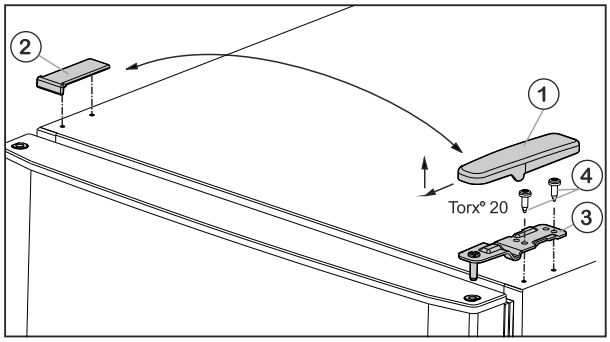

Fig. 5
▶ Wyjąć osłonę *Fig. 5 (1)* do przodu i do góry.
▶ Podnieść osłonę *Fig. 5 (2)*.
▶ Odkręcić górną płytkę zawiasu *Fig. 5 (3)* (2 razy Torx® 20) *Fig. 5 (4)* i wyjąć ją do góry.
▶ Włożyć w drzwi górną płytkę zawiasu *Fig. 5 (3)* po nowej stronie zawiasów.
▶ Dokręcić górną płytkę zawiasu **(z siłą 4 Nm)** (2 razy Torx® 20) *Fig. 5 (4)*. Ewentualnie użyć wkrętarki akumulatorowej.
▶ Założyć osłonę *Fig. 5 (1)* od zewnątrz odpowiednio po przeciwległej stronie i zazębić.
▶ Założyć osłonę *Fig. 5 (2)* od góry odpowiednio po przeciwległej stronie i zazębić.